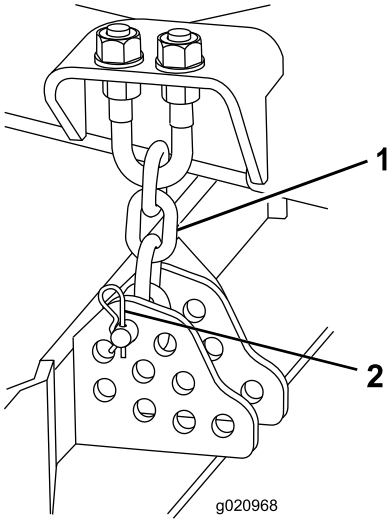

Figuur 17
5. Verwijder de R-pen en de gaffelpen waarmee de maaihoogtekettingen zijn bevestigd aan de achterkant van het maaidek (Figuur 17).